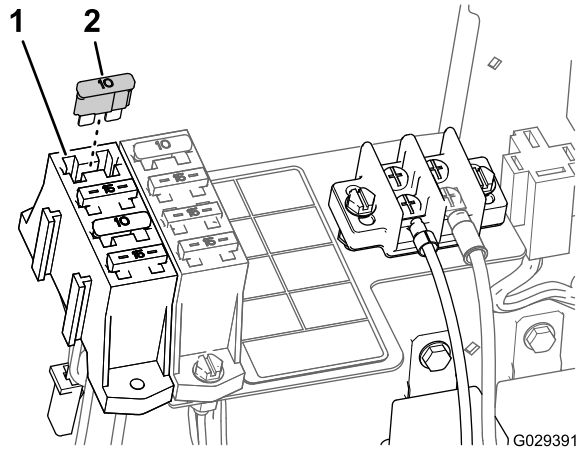

Figur 23
- Om maskinen har en bladkontakt för redskap på maskinens säkringsblock, ska du montera 15 A-säkringen i säkringsblocket (Figur 23).